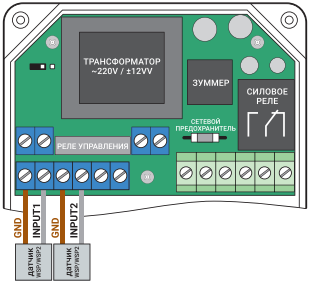

Рис. 5 Схема подключения кабелей датчиков протечки воды к блоку управления
5.2 Рис. 5. Схема подключения кабелей датчиков протечки воды к блоку управления. Клеммы для подключения датчиков: INP — любой цвет провода датчика; GND — любой цвет провода датчика.